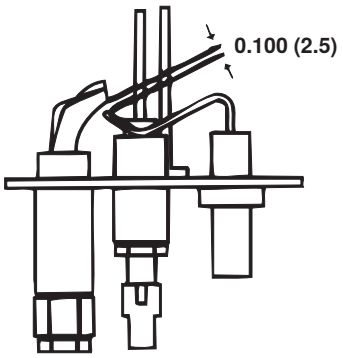

Figure 42. Pilot Assembly Spark Gap
4. Check the spark gap (see **Figure 42**), which should be maintained to 0.100 inch.